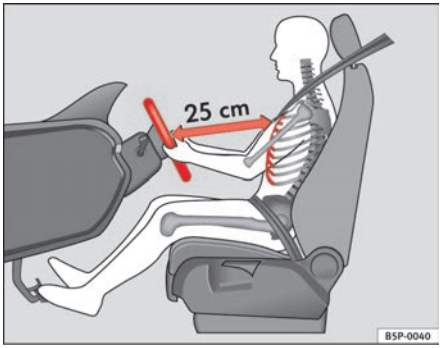

Fig. 133 Proper sitting position for driver
– Adjust the steering wheel in this way until the correct position is set ⇒ fig. 133.
- **Adjust the driver seat or steering wheel so that there is a distance of at least 25 cm between the steering wheel and your breast bone ⇒ page 160, fig. 133. If you fail to observe the minimum distance, the airbag will not protect you. Risk of fatal injury.**